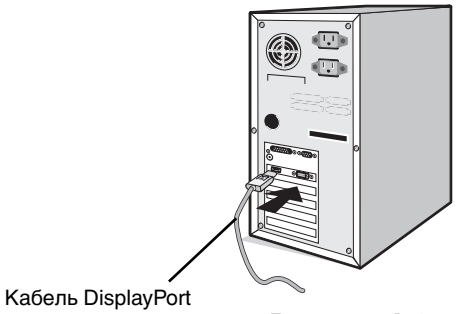

**Рисунок A.2**
**Для компьютеров PC с выходом DisplayPort:** Подсоедините кабель DisplayPort к разъему платы видеоадаптера в компьютере (**Рисунок A.2**).